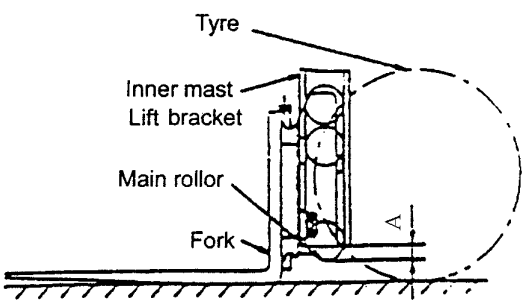
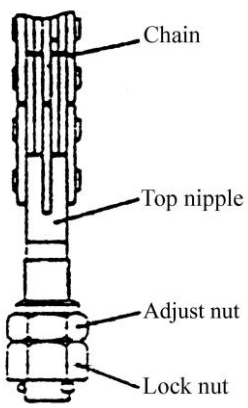
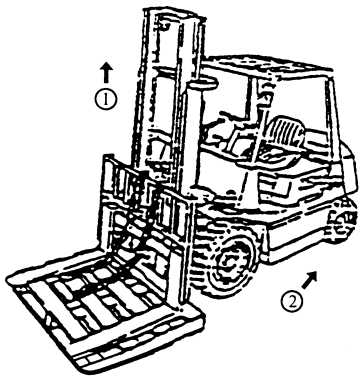

Fig.8-5
Fig.8-6
Fig.8-7
(1) Let the truck parking on the horizontal ground and make the mast vertical. See it as Fig.8-5.
(2) Let the bottom of the fork contact with the ground. Adjust the adjusting nut for the end nipple of the upper chain and make a distance A between the main roller and the carriage. A:20～34mm.
(3) Make the fork down to the ground and tilt backward fully. Adjust the adjusting nut for the end nipple of the upper chain and make the two chains' tightness be equal. (Fig.8-6)
(1) Fork a tray on the fork and let the truck parking on the horizontal ground. (Fig.8-7)
(2) Make the fork and the tray down to the ground.
(3) Disassemble the end nipple of the upper chain and take the chain down from the sheave. (Fig.8-6)
(4) Lift the inner mast. (See Fig.8-7①)
(5) Made the truck back-up if the carriage is fully separated from the outer mast. (See Fig.8-7②)
(6) Replace the main rollers.